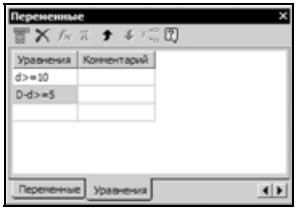

Рис. 5.133
- Введите два неравенства, как это показано на рис. 5.133. Первое неравенство d>=10 ограничит минимальный диаметр отверстия, второе D-d>=5 ограничит его максимальный размер.